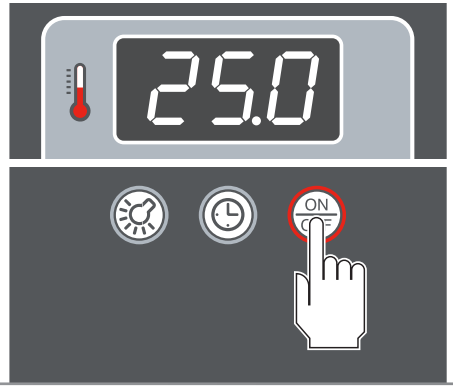

Рис.5.
См. ▶ гл. «**Включение вручную**» на стр. **10** и ▶ **Рис.5.**
▶ **Рис.5.**